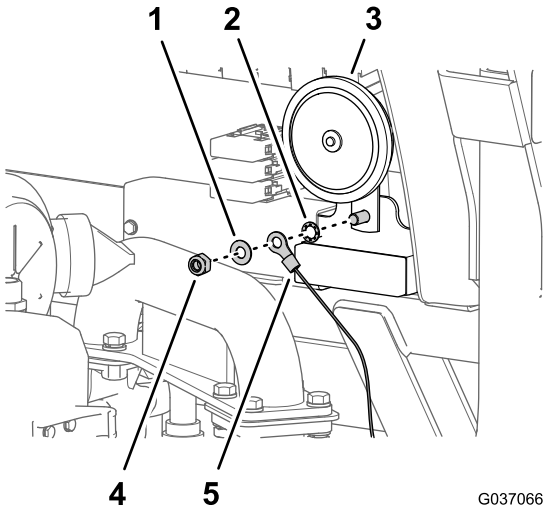

Figur 33
1. Ta bort låsmuttern och brickan som fäster signalhornet på elpanelen på baksidan av motorväggen (Figur 33).
2. Montera låsmuttern, brickan och reläkablagets ringkoppling samt låsbrickan på bulten enligt Figur 33 och dra åt muttern och bulten till 23–29 N·m.